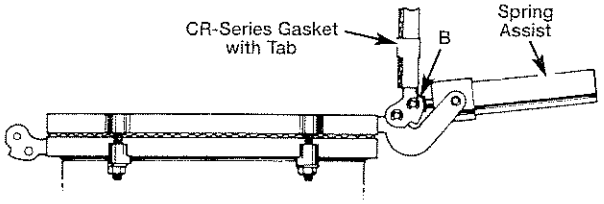

Figure 21: Spring Assist Installed on Protection Ring Hinge Arms
12. Position cross head (3) between cover hinge lugs so hole in cross head is aligned with upper holes in hinge lugs (Figure 21, location B) and corner of cross head with radius is on top.
13. Put washer (7) on end of hinge pin (1), and insert pin through holes in hinge lugs and cross head (3).
14. Put washer (7) and retaining ring (2) on open end of pin.
17. Slide washer (12) onto end of tension bar.
19. Screw jam nuts (13) onto end of tension bar.
20. Position CR-Series gasket on underside of manway cover and form gasket tabs over lip of cover to hold gasket in position (see Figure 21). Trim tabs if necessary.